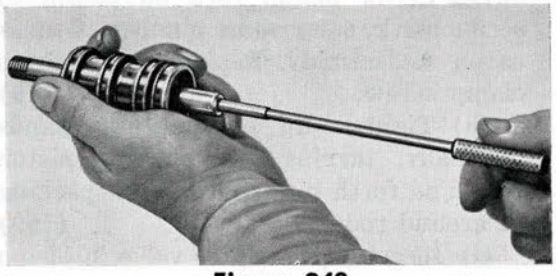

Figure 249
(d) Lap hole with oil (C) until it shows a well polished surface (Fig. 249). **(WE147)**